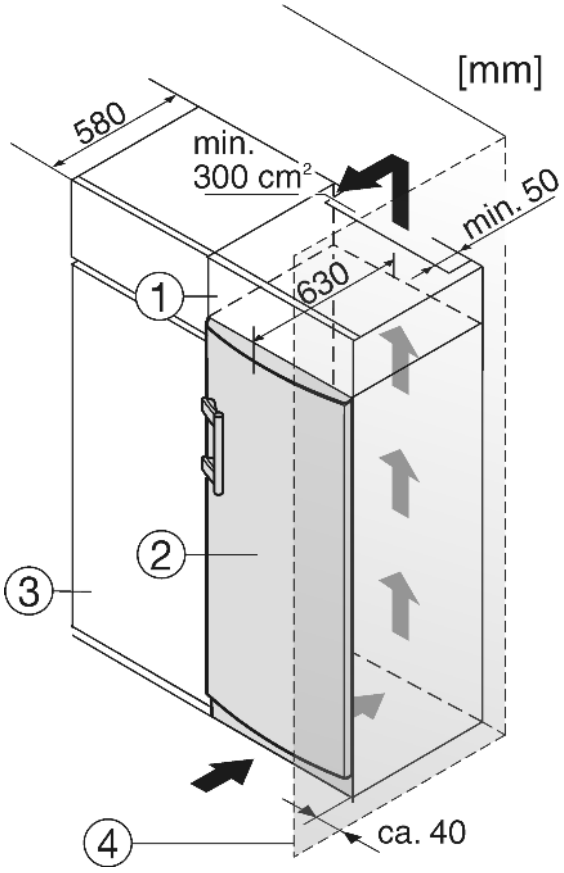

Fig. 8
Urządzenie może zostać obudowane szafkami kuchennymi. Aby dopasować urządzenie *Fig. 8 (2)* do wysokości ciągu szafek kuchennych, można nad urządzeniem umieścić szafkę nasadzaną *Fig. 8 (1)*.
W przypadku obudowania szafkami kuchennymi (głębokość maks. 580 mm) urządzenie można ustawić bezpośrednio obok szafki kuchennej *Fig. 8 (3)*. Drzwi urządzenia wystają z boku o 34 mm i na środku urządzenia o 50 mm w stosunku do frontu szafek kuchennych. Dzięki temu można je bez problemu otwierać i zamykać.
Jeżeli urządzenie będzie ustawiane z zawiasami do ściany *Fig. 8 (4)*, to pomiędzy urządzeniem i ścianą należy zachować minimalny odstęp, wynoszący 40 mm. Na taką odległość wystaje klamka przy otwartych drzwiach.